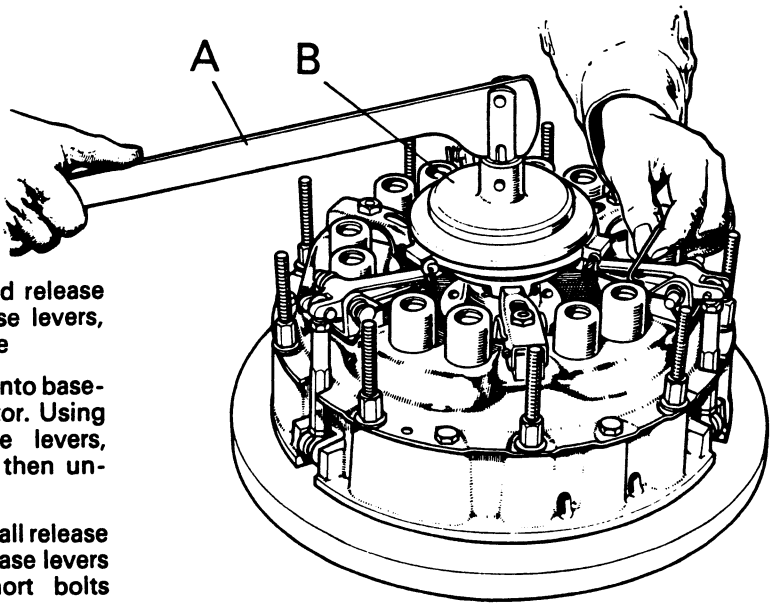

Figure 21.
4. Screw the long centre pillar adaptor into baseplate and screw actuator into adaptor. Using actuator to depress PTO release levers, remove the three retaining staples then unscrew actuator. (Fig. 21.)